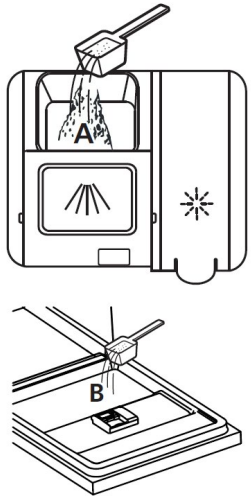

Fig. 7
2. Add detergent to the dispenser main chamber (A) just before the washing cycle (Fig. 7). For better cleaning results, especially if you have very dirty dishes, pour a small amount of detergent directly onto the inner door recess (B). The detergent thus added is already activated during the pre-wash phase.